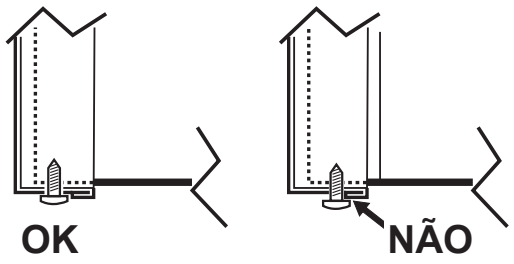

fig. 15 - montagem com parafusos inferiores
3. Proceda na ordem inversa para remontar o painel anterior. Assegure-se de que esteja corretamente fixado no painel superior e completamente apoiado nos painéis laterais. Uma vez apertado o parafuso “A”, sua cabeça deve estar posicionada conforme indicado em “fig. 15 - montagem com parafusos inferiores”).